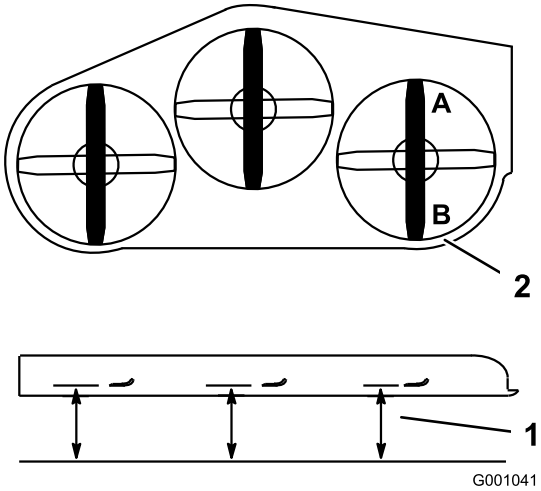
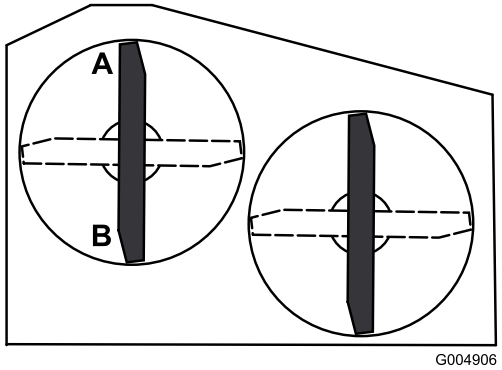

**Figure 73**
**Figure 74**
2. Tournez une lame dans le sens longitudinal. Mesurez la distance aux points **A** et **B** entre une surface plane et le bord coupant des pointes des lames (Figure 73 ou Figure 74). Pour les tabliers de coupe de 36 pouces, reportez-vous à la Figure 74.
4. Tournez les lames dans le sens longitudinal. Mesurez la distance aux points C et D (Figure 73) entre une surface plane et le bord coupant des lames.